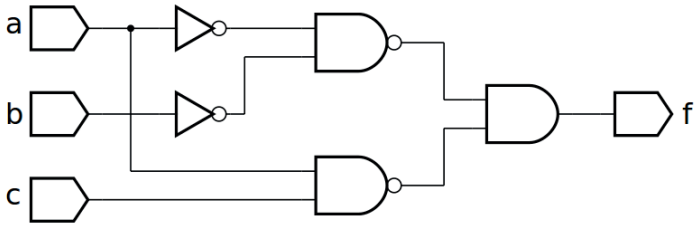
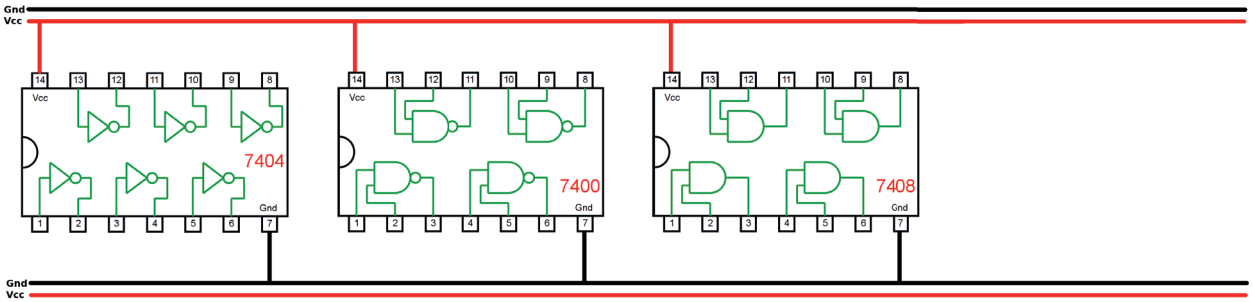

Figura 5.51 – Diagrama esquemático.
Figura 5.52 – Disposição dos componentes (TTL) para a placa de montagem.
1. Complete as ligações na figura 5.52 ou 5.53 de acordo com a figura 5.51.
5. Utilize um programa de simulação em computador (SmartSim, Atanua, Qucs) faça a simulação do circuito da figura 5.51. Compare os resultados com a tabela 5.21.
6. Escreva a equação booleana do circuito da figura 5.51 e simule no programa para o Arduíno.